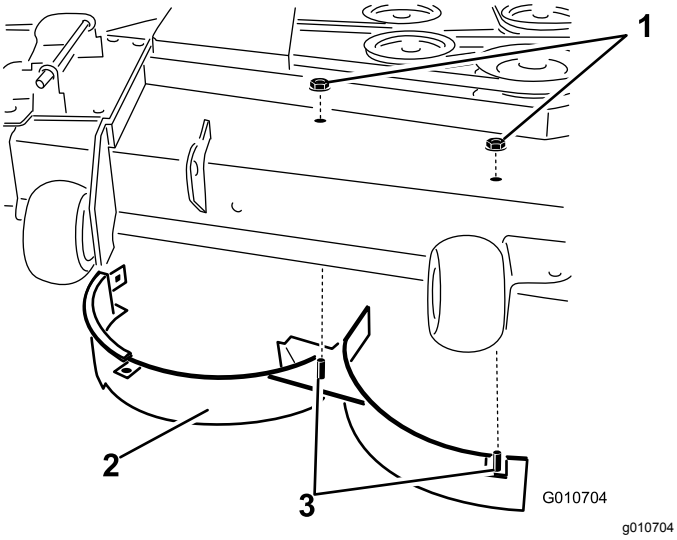

Figur 14
8. Fjern de to låsemøtrikker (5/16 tomme), der fastgør de svejsede tappe på højre afskærmning til den øverste del af plæneklipperskjoldet i midten og til højre for midten (Figur 14).